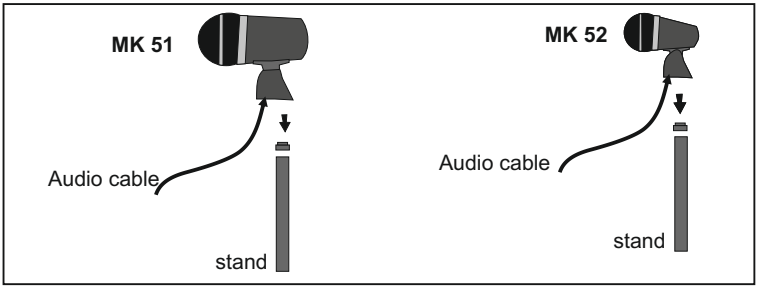

figure 1
1. If it is necessary, screw the stand adapter onto the end of a microphone stand (see figure 1). Adjust the stand height and position as necessary.